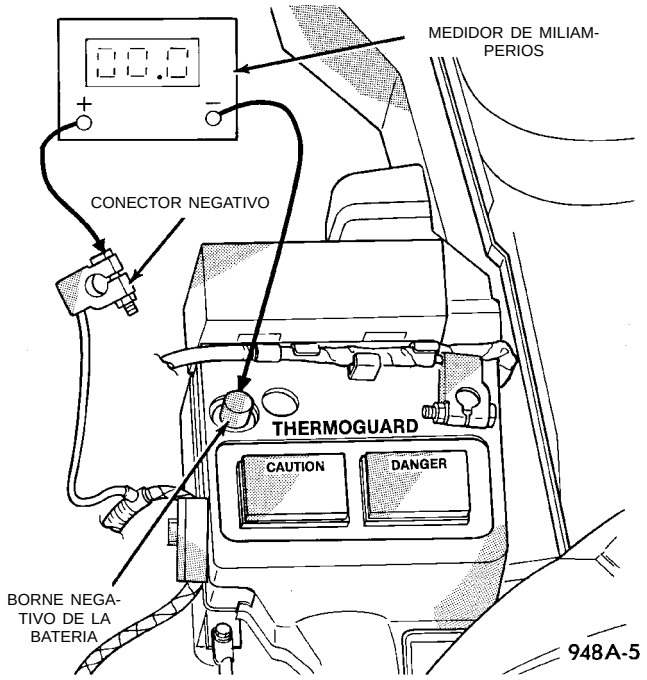

Fig. 7 Conexión del medidor de miliamperios
(3) Instale el fusible de las luces interiores. Si la luz de prueba se enciende, se ha producido un corto o pérdida de corriente en el circuito M01. Consulte el Grupo 8W, Diagramas de cableado. Si la luz permanece apagada, siga con el Paso 4.
(4) Utilice un multímetro que tenga como mínimo una escala de miliamperaje de 200 miliamperios. Instale el medidor entre el cable negativo y el borne negativo de la batería (Fig. 7). Con sumo cuidado, retire la lámpara de prueba sin desconectar el medidor. Después del intervalo de retardo de todos los módulos, la IOD total del vehículo debe ser inferior a